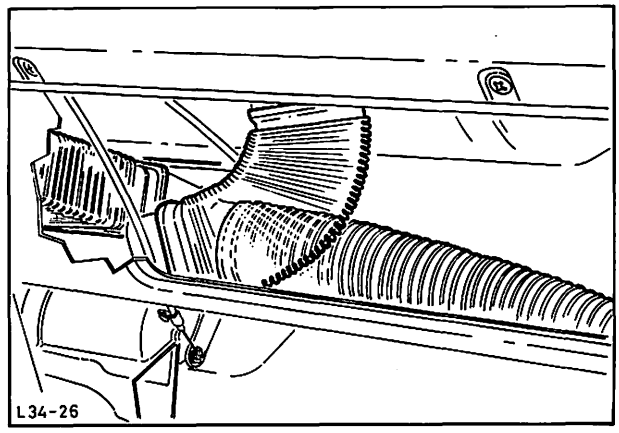

Abb. 30 Luftschläuche aufschieben
16. Luftschläuche rechts und links auf die Stutzen-Heizungsgehäuse schieben, Abb. 30.